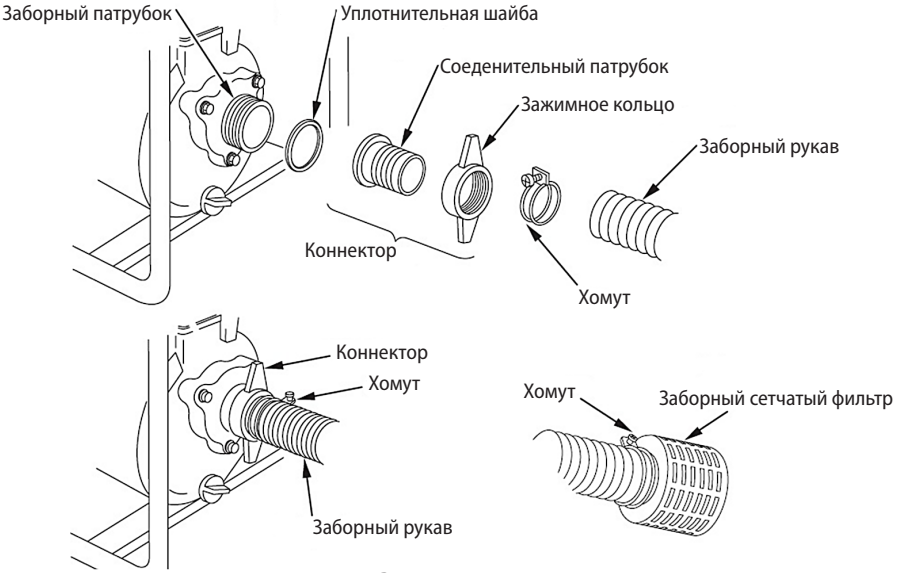

*Рисунок 4*
• Подсоедините заборный сетчатый фильтр к заборному шлангу при помощи хомута (рисунок 4).